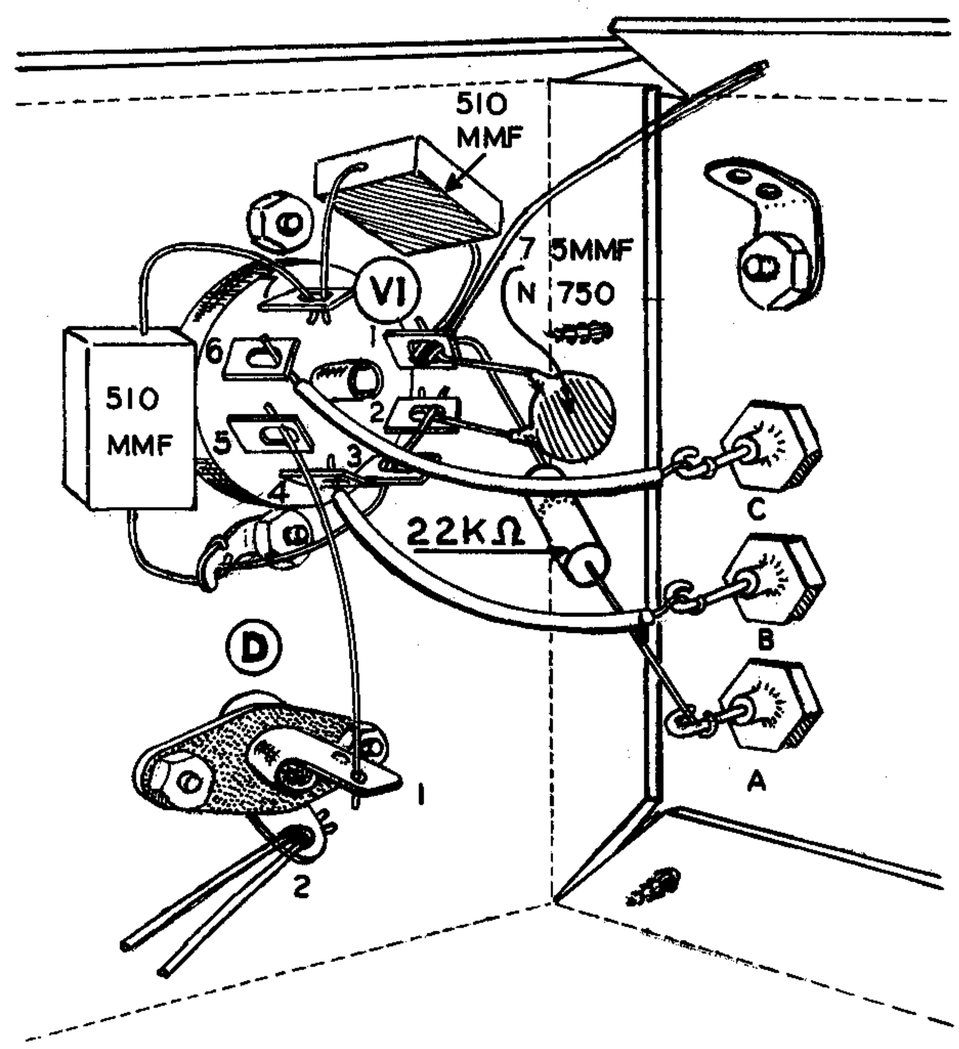

Figure 1
( ) Referring to Figure 1, cut one lead of a 22 K ohm (red-red-orange) 1/2 watt resistor to 1/2" and connect to V1-1 (NS). Leave the other end free.